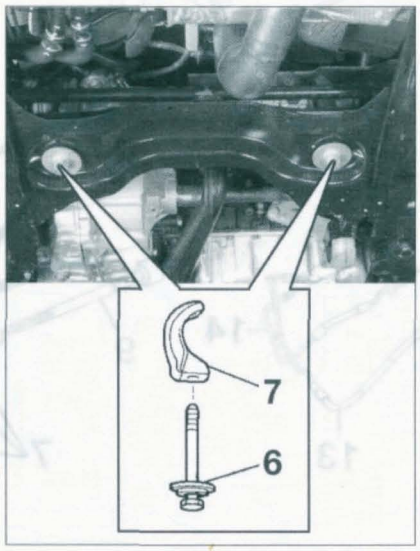

Figure 5-4
• Déposer les vis de fixation (6) du boîtier de direction sur le berceau **(figure 5-4)** et récupérer le dispositif de fixation (7).